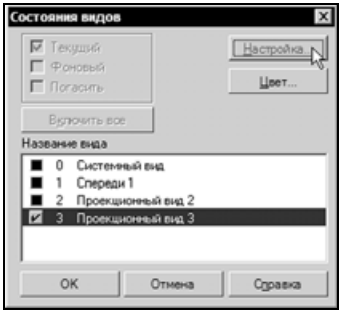

Рис. 3.14
- Для получения информации о видах текущего документа щелкните на кнопке **Состояние видов** в строке текущего состояния. На экране появилось диалоговое окно **Состояние видов** (рис. 3.14).
- Для вызова диалога настройки параметров отображения видов нажмите кнопку **Настройка** в диалоговом окне **Состояния видов** (рис. 3.14).